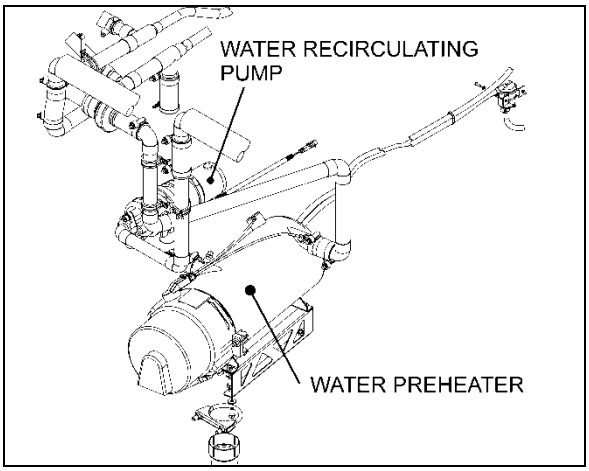

FIGURE 56: PUMP LOCATION – X3 SERIES (CENTRAL A/C) 22331
- X3 Series - coolant preheater compartment (Figure 56)